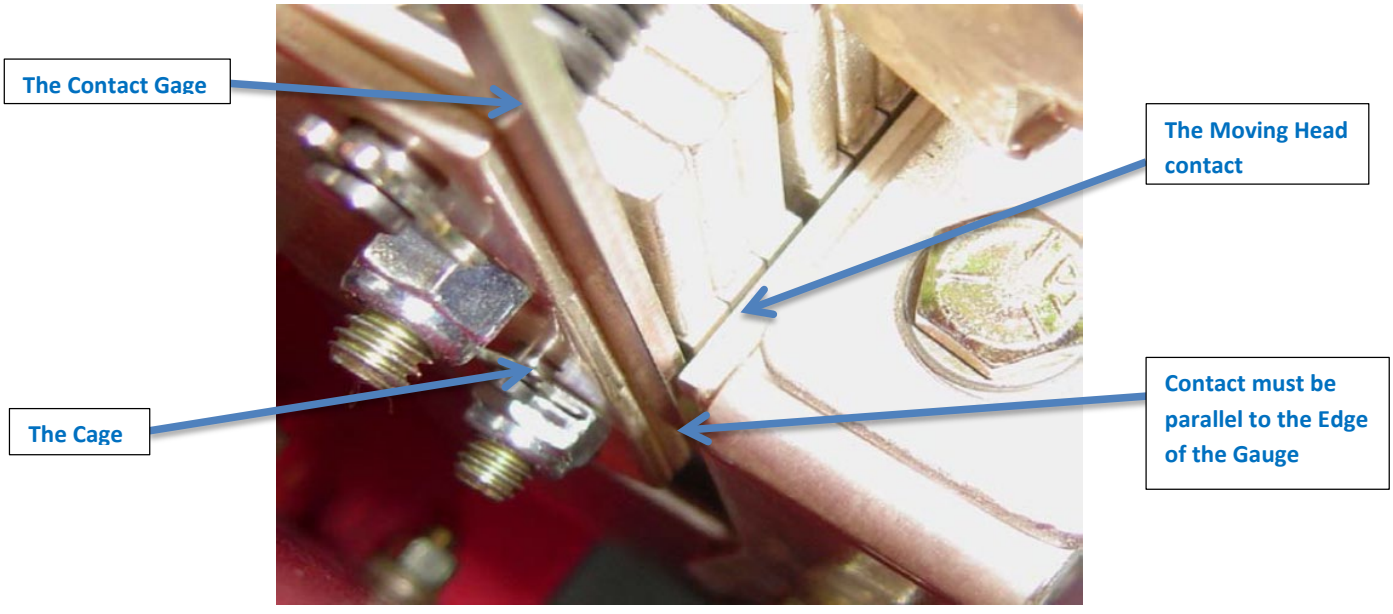

Figure 5 – Checking the Contact Adjustment
3. Place the contact gauge between the moving head and the side of the cage assembly. See Figure 5.